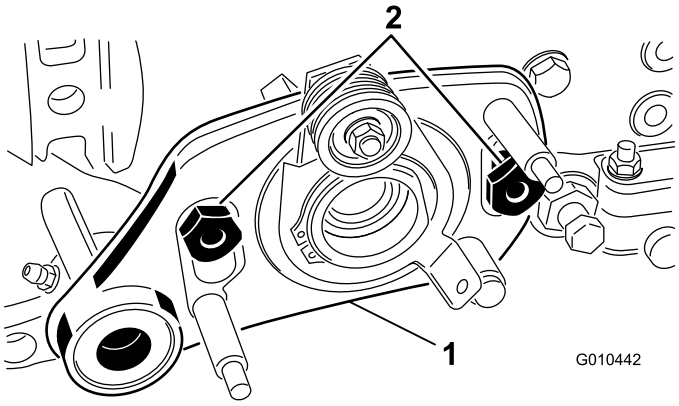

Figura 6
9. Insira o conjunto da transmissão do lado esquerdo nos parafusos e prenda com 2 porcas de cabeça longa (Figura 6).